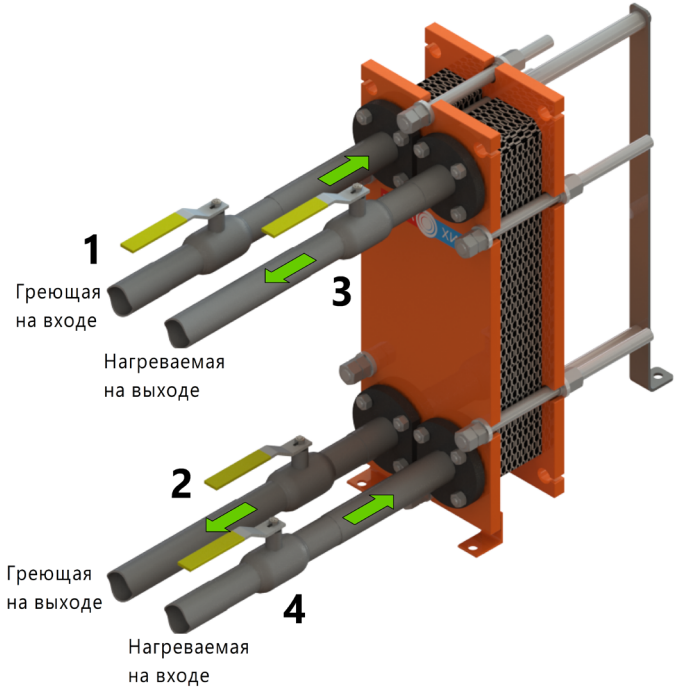

Рисунок 7. Запуск и остановка теплообменника
2.2.2.5. Открыть вентили 2 и 3 на выходе теплоносителя и нагреваемой жидкости (Рисунок 7).
2.2.2.6. Затем одновременно медленно открывать вентили 1 и 4 на входе (Рисунок 7).
2.2.2.11. Остановку теплообменника производить в обратном порядке (Рисунок 7).